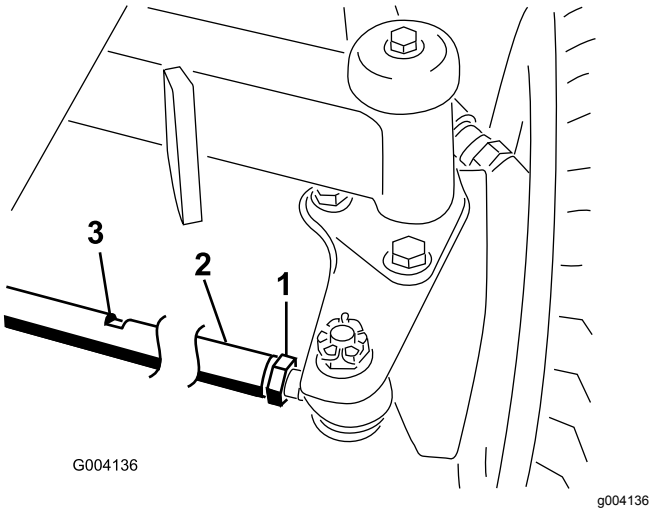

Figuur 55
2. Draai de contramoeren aan de uiteinden van de trommel van de tractiestang los (Figuur 55).